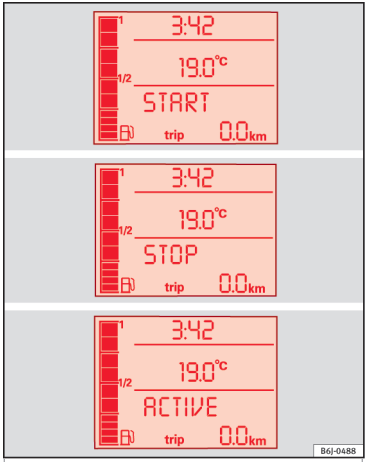

Fig. 142 Display on the instrument panel during Start-Stop function operation.
– The instrument panel display shows information about the status of the Start-Stop function ››› Fig. 142.